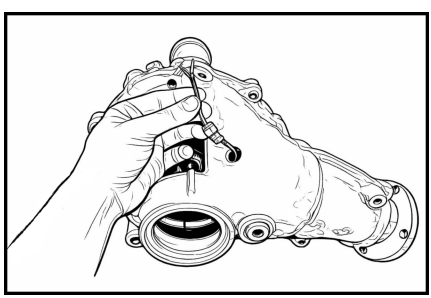

Рис. 37
3.13 Установите кабельный фитинг на кабель магнита (**Рис.37**).